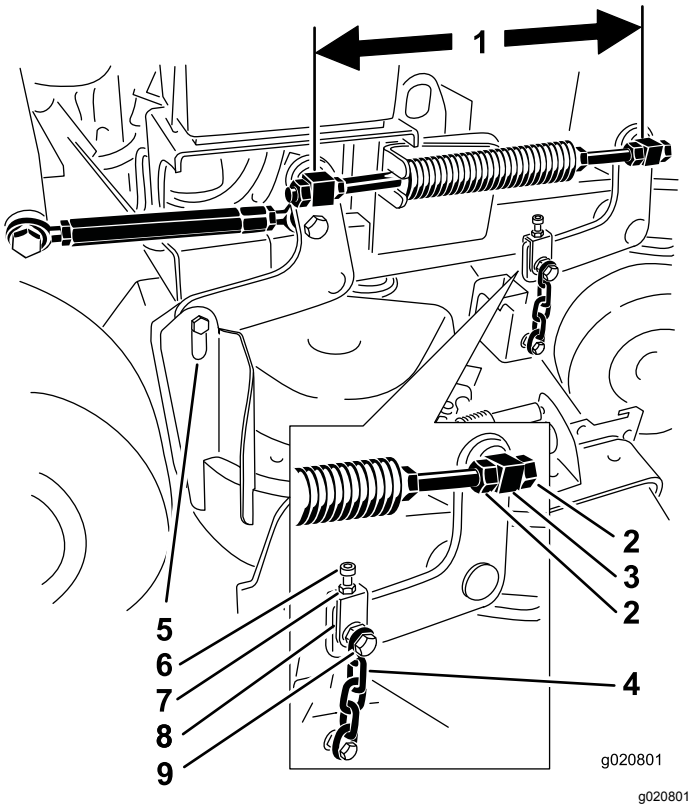

Figuur 81
1. Controleer de afstand tussen de wartels, meet in het midden van de wartels (de lengte van midden tot midden) op elke draadstang (Figuur 81).
2. Zet de contramoeren aan de **voorste** wartel los (Figuur 81).
4. Zet de contramoeren aan de **voorste** wartel vast (Figuur 81).
4. Zet de contramoeren aan de voorste wartels links en rechts los (Figuur 81).
6. Zet de contramoeren aan de voorste wartels links en rechts vast (Figuur 81).
4. Maak de contramoeren van de wartel links voor los (Figuur 81).
6. Zet de contramoeren aan de voorste wartel links vast (Figuur 81).
5. Draai de bovenste kettingbouten los (Figuur 81).
6. Draai de contramoeren op de gaffels los (Figuur 81).
8. Draai de contramoeren en de bovenste kettingbouten vast (Figuur 81).